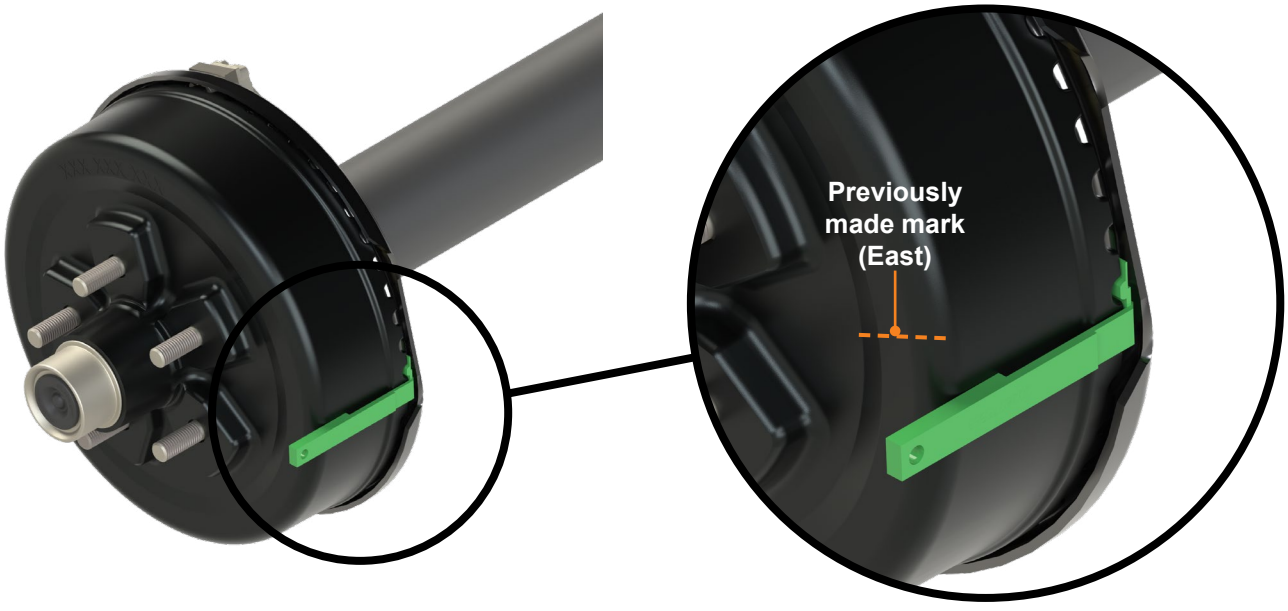

Fig.19
1. Slide the tab of the Go/NoGo gauge (Lippert part number 2026075853 for 10” brakes, or part number 2026075854 for 12” brakes) **(Fig. 18A)** into a valley of the tone ring that roughly aligns with one of the marks at the cardinal directions (East, for instance). The tab should fully insert into the valley until the handle of the gauge is flush with the side of the hub **(Fig. 19)**.